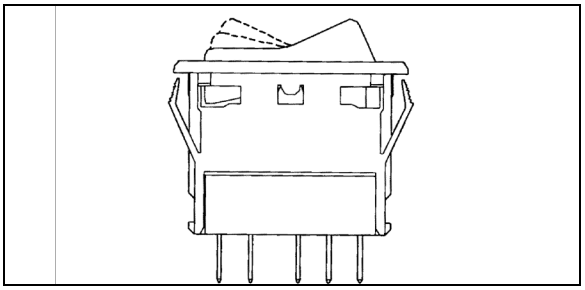

FIGURE 98: COMMUTATEUR
3. Pour installer un nouveau commutateur, inverser la procédure (Figure 98).